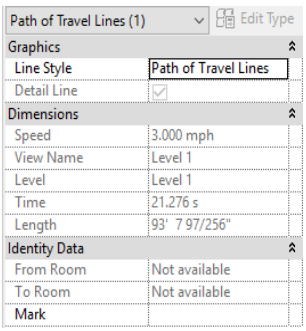

Figure 16-58 *Partial view of the* ***Properties*** *pallete displaying the instance properties of the travel path*
After creating the path you can view and modify the instance proprieties of the path. To do so, select the path created; the instance properties of the path will be displayed in the **Properties** palette, as shown in Figure 16-58. In this palette, you can select an option from the drop-down list corresponding to the **Line Style** parameter to change the line pattern of the selected path. The **Speed**, **View Name**, **Level, Time**, and **Length** are read-only parameters and cannot be modified. You can assign a value to the **Mark** parameter that can be used for reference in the schedules and tags created for the path of travel.
10. Open the **First Floor** plan view. Select the structural column and make its copies, refer to Figure 16-58. To make copies, choose the **Copy** tool from the **Modify** panel of the **Modify | Structural Columns** tab and select the **Multiple** checkbox from the **Options Bar** and create copies in the horizontal direction at the specified dimension, refer to Figure 16-58.
12. Repeat the procedure followed in step 10 to draw the column in vertical direction, refer to Figure 16-58. After adding all columns as per the sketch plan, choose the **Modify** button from the **Select** panel.